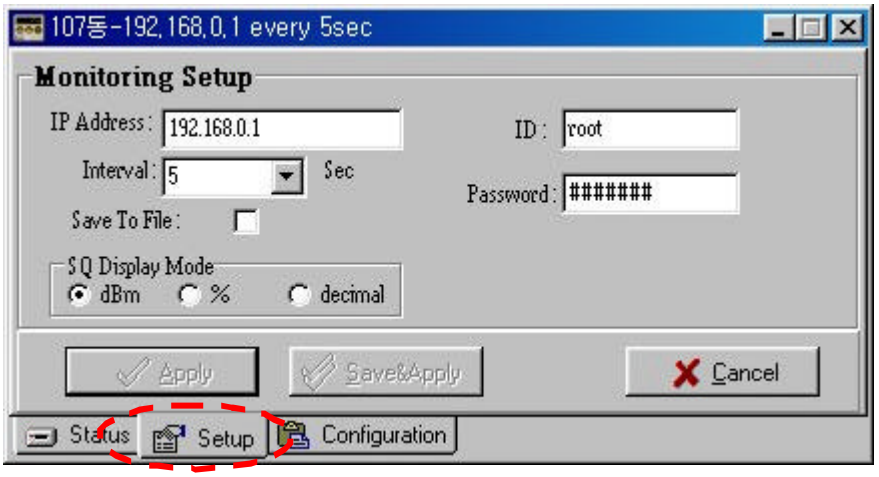

Fig9
② **Management Setup (Fig9)**
FWB2411 settings are displayed and they can be changed. This window operates when ID and password are entered correctly on the window as shown in Fig9.